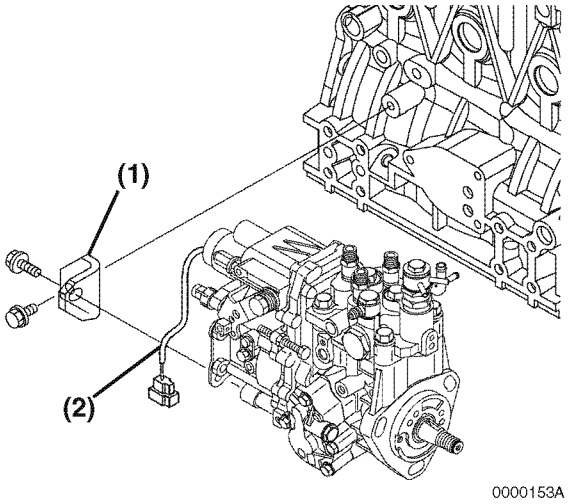

Figure 7-32
6. Reinstall the rear bracket(s) **(Figure 7-32, (1))** to the fuel injection pump. Tighten the rear support bolts.